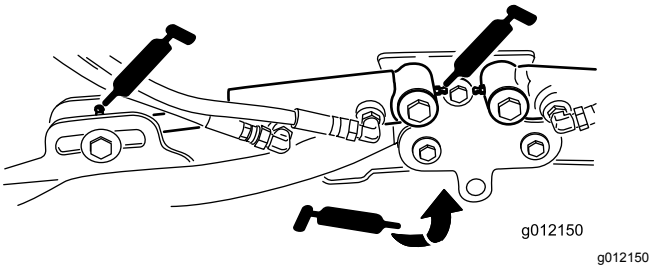

Figuur 65
- Cilinders van hefarm van maaidek (2 elk) (Figuur 65)
- Draaipunten van hefarm (1 elk) (Figuur 65)